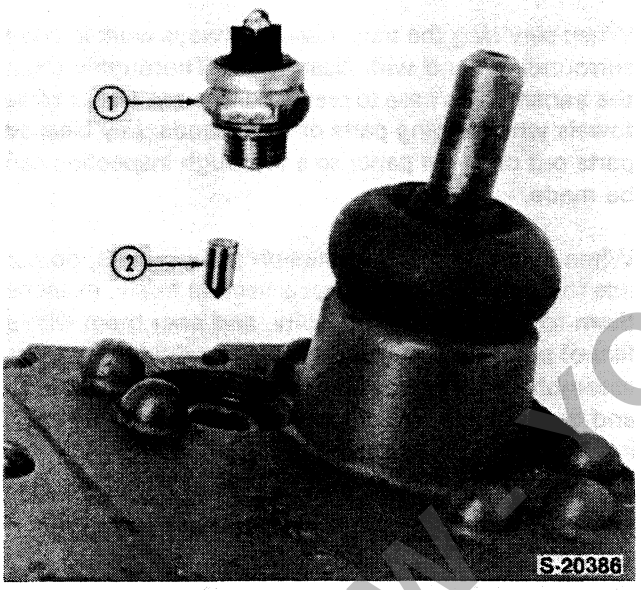

Figure 69
1. Unscrew the neutral start switch from the top of the cover and remove the switch plunger from the switch retainer, Figure 69.
1. Install the shifter latch between the stop plate and switch retainer, Figure 69.